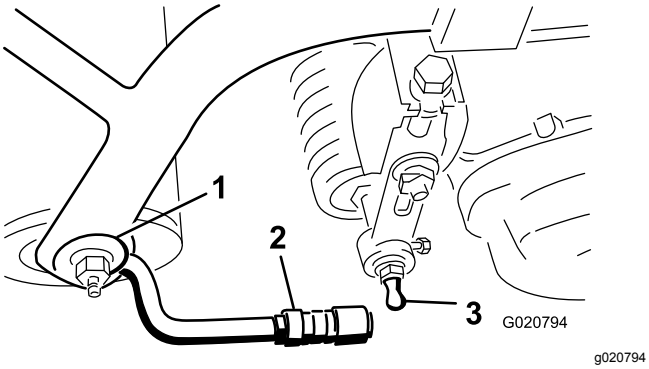

**Figuur 8**
3. Schuif de mof van de kogelverbindinghouder terug en haak de houder op de halvekogeltap van het maaidek. Laat de mof los zodat deze over de halvekogeltap schuift en de onderdelen aan elkaar vastzet (Figuur 8).